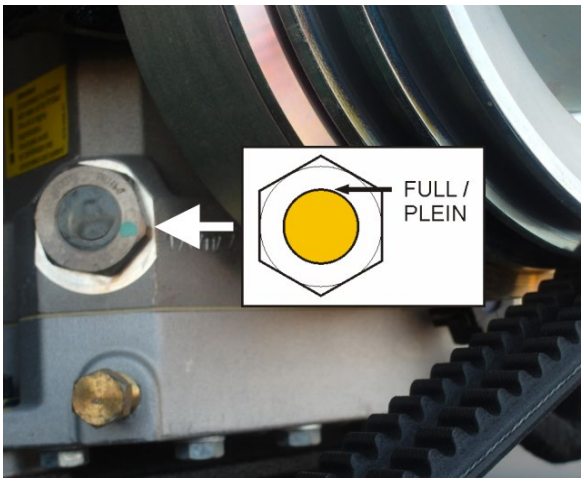

FIGURE 46: L.H. SIGHT GLASS
- L.H. sight glass: the full sight glass height (Figure 46).